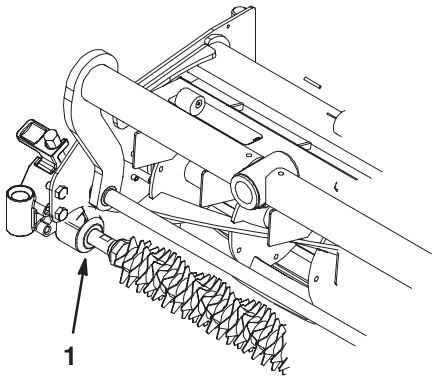

Figure 10
19. Slide the seal guards against the height of cut assembly bearing housings on both ends of the groomer shaft (Fig. 10).